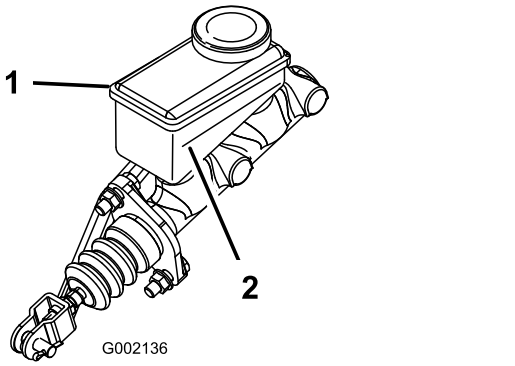

Figur 55
3. Se på siden av beholderen for å se væskenivået (Figur 55).
B. Hell DOT 3-bremsevæske i beholderen til væskenivået er over minimumslinjen (Figur 55).